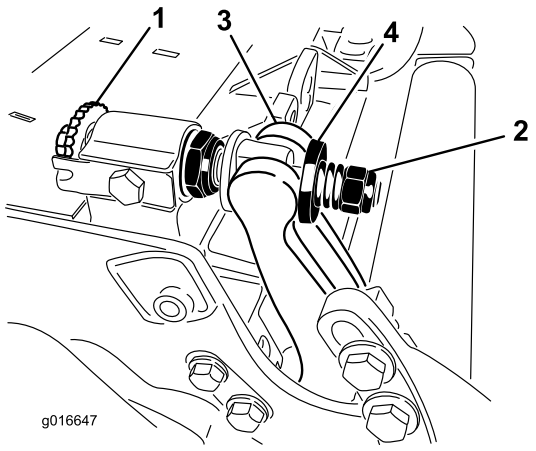

Figur 26
1. Skru justeringsskruene til motstangen mot klokken, til motstålet bakside, vekk fra spolen (Figur 26).
2. Skru ut fjærspenningsmutteren til skiven ikke lenger er strammet mot motstangen (Figur 26).